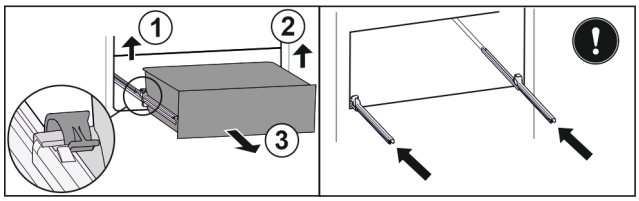

Fig. 134
▶ Linke Klemme anheben und gleichzeitig Schubfach links nach vorne ziehen. *Fig. 134 (1)*
▶ Rechte Klemme anheben und gleichzeitig Schubfach rechts nach vorne ziehen. *Fig. 134 (2)*
▶ Schubfach nach vorne entnehmen. *Fig. 134 (3)*